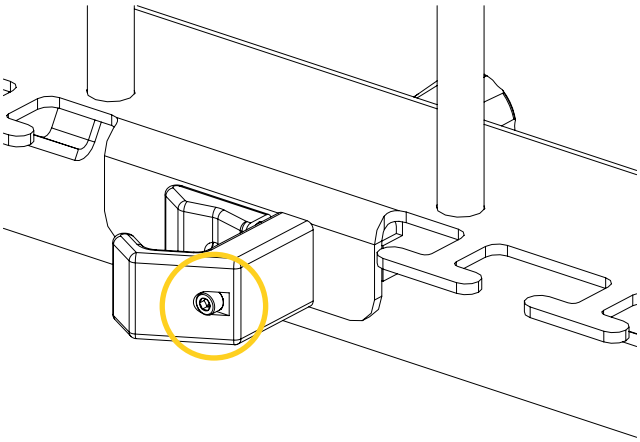

Figure 22: Locking the Pump Carrier – 254 on the IV stand
2. Tighten the lock screw located at the back of the mounting system, using a $^{3}/_{16}$ in. hex key (Figure 22).